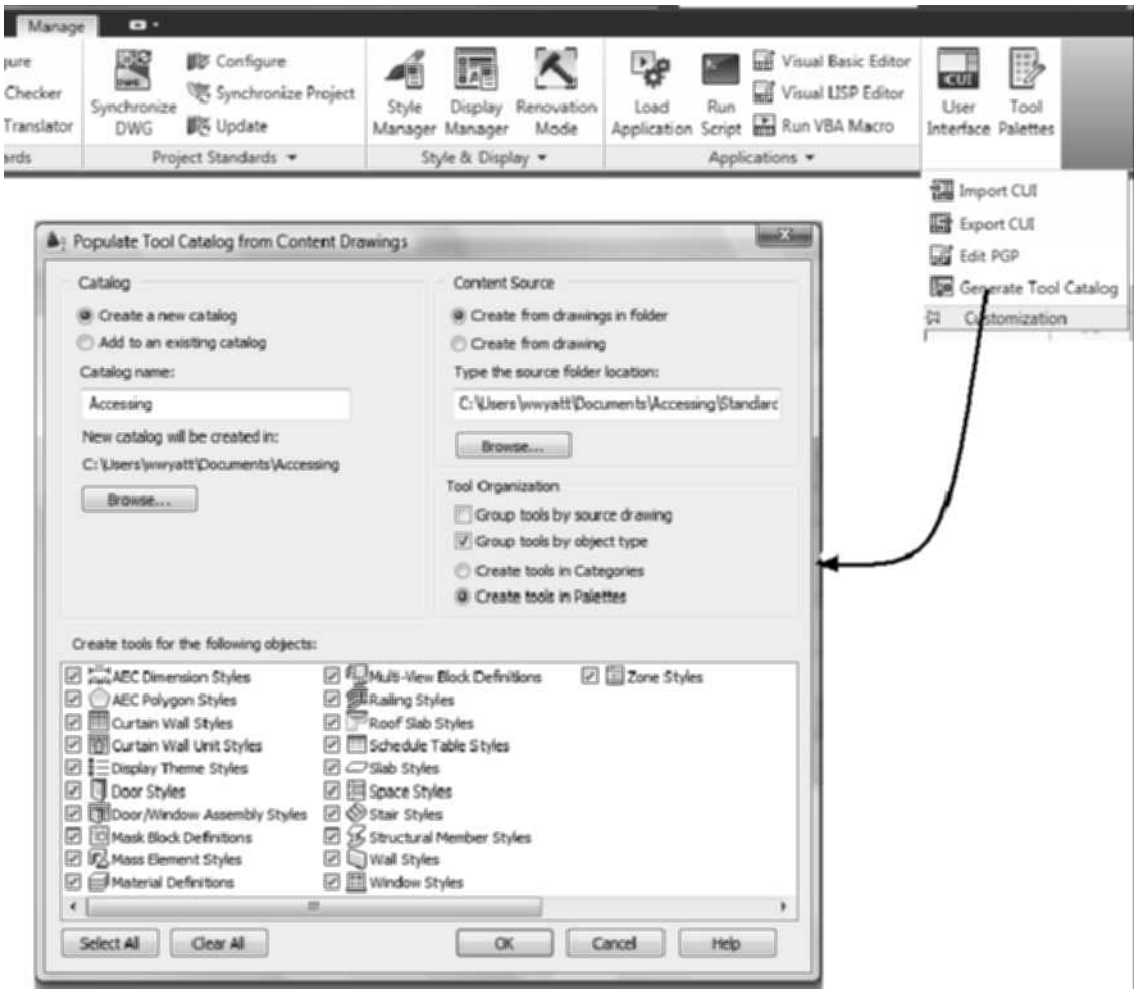

FIGURE 10.33 *Populate Tool Catalog from Content Drawings*
When you select the **AecToolCatalogGenerator** command, the **Populate Tool Catalog from Content Drawings** dialog box opens as shown in Figure 10.33. The Populate Tool Catalog from Content Drawings dialog box allows you to specify the source drawing to extract the tools and add to specify the name and location of the new catalog. You can specify whether the tools are created on palettes and which tools to include in the new catalog.
3. Specify the source and path to drawings in the Content Source section. Edit the path to the Project Name\Standards\Content. Choose the options of **Tool Organization** as shown in Figure 10.33 to specify how to group the tools.